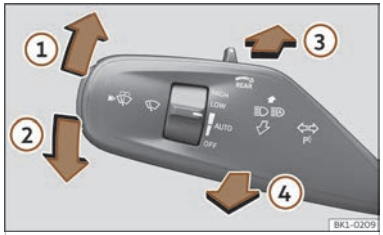

**Fig. 96** Turn signal and main beam lever.
- From the neutral position, press the turn signal and main beam headlights lever forwards >>> Fig. 96 ③.
- **EITHER:** if main beam assist is on, pull the turn signal light and main beam headlights lever back >>> Fig. 96 ④.